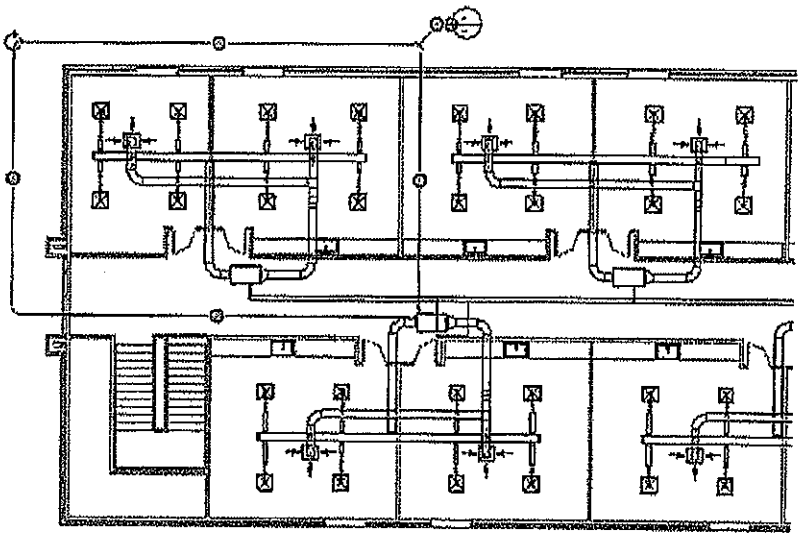

Figure 4–27
3. Place a callout around the two classrooms in the north wing of the building, as shown in Figure 4–27. Move the bubble as needed. Click in empty space to clear the selection.